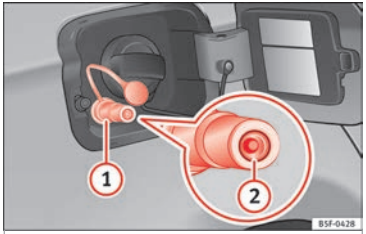

Fig. 227 Tank flap open: gas filler mouth (1), filler mouth retainer (2)
- Remove the plug from the gas filler mouth ››› Fig. 227 (1).